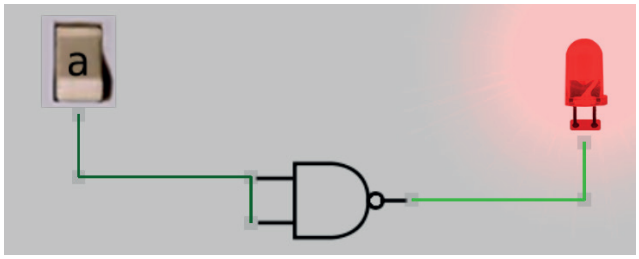

Figura 3.20 – Simulação da porta NE como inversor no Atanua.
12. Utilizando o software de simulação Atanua, simule a porta NE (NAND) conforme a figura 3.20. Compare a simulação com a tabela 3.7.